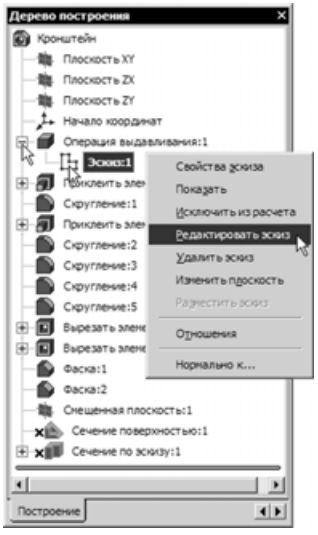

Рис. 4.25
- Щелкните на значке "плюс" слева от пиктограммы элемента **Операция выдавливания:1**. При этом значок изменится на "минус", а под операцией появится пиктограмма ее эскиза **Эскиз:1** (рис. 4.25).